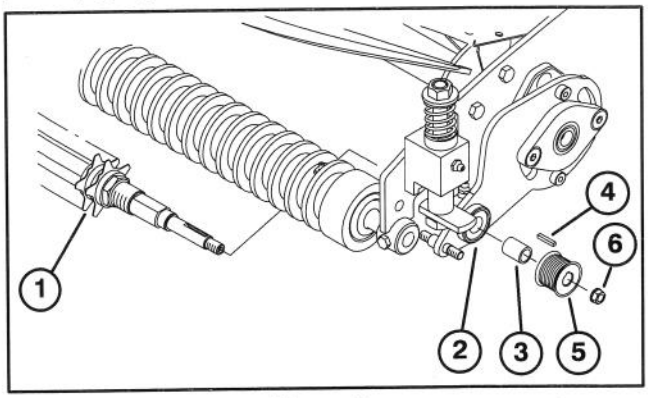

Figure 5
12. Insert keyed end of groomer reel through pivot plate (Fig. 5).
13. Slide spacer (Fig. 5) onto keyed shaft end.
14. Install key (Fig. 5) into shaft keyway and slide driven pulley onto shaft. Secure assembly with M10 nut.